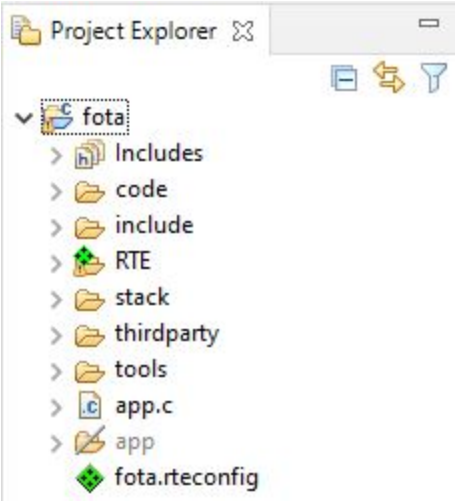

Figure 13. Copying the Project
1. Import the source code project. Navigate to **File** > **Import** > **General** > **Existing Projects into Workspace**, set the **Select root directory:** option with the path to the source code **`<cmsis_pack_root>`***ONSemiconductor***`<device>`****`<version>`***firmware**source**lib**fota*, mark the checkbox **Copy projects into workspace**, and click **Finish**. The project appears in the left side of **Project Explorer**, as shown in the "Copying the Project" figure (Figure 13).